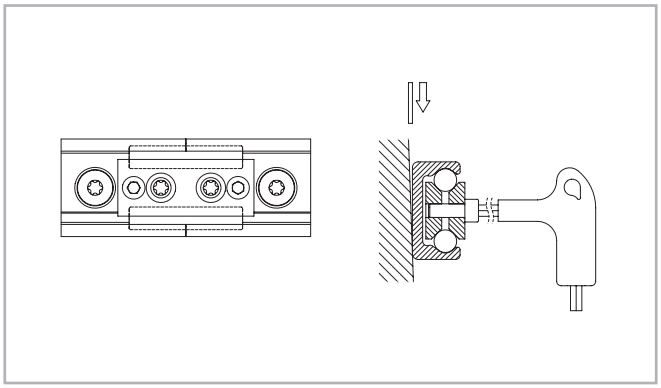

Fig. 167
(3) Place the alignment fixture on the rail joint and tighten both set screws uniformly, until the raceways are aligned (see fig. 167).
(4) After the previous step (3) it must be checked if both rail backs lie evenly on the mounting surface. If a gap has formed there, this must be shimmed.